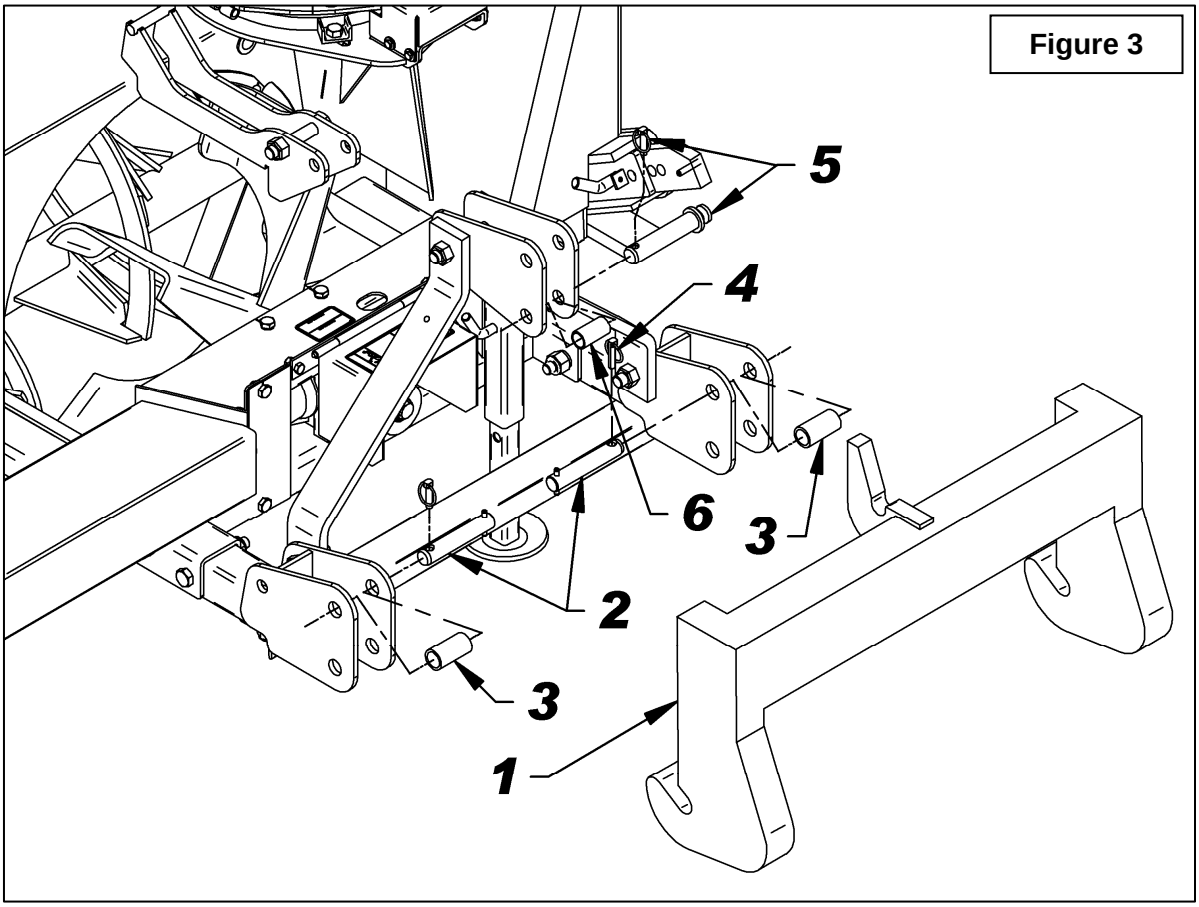

Figure 3
(Figure 3)
1. Installer les goupilles Cat. 2 – 1 1/8" x 6 1/2" lg (item 2) dans les trous supérieurs en insérant un coussinet (item 3 non fourni) entre les plaques des attaches inférieures et fixer en place avec les goupilles à anneau (item 4) tel qu'illustré.
2. Installer des goupilles (item 5 non fournies) dans le trou inférieur des attelages en insérant un coussinet (item 6, non fourni) tel qu'illustré à la figure 3.